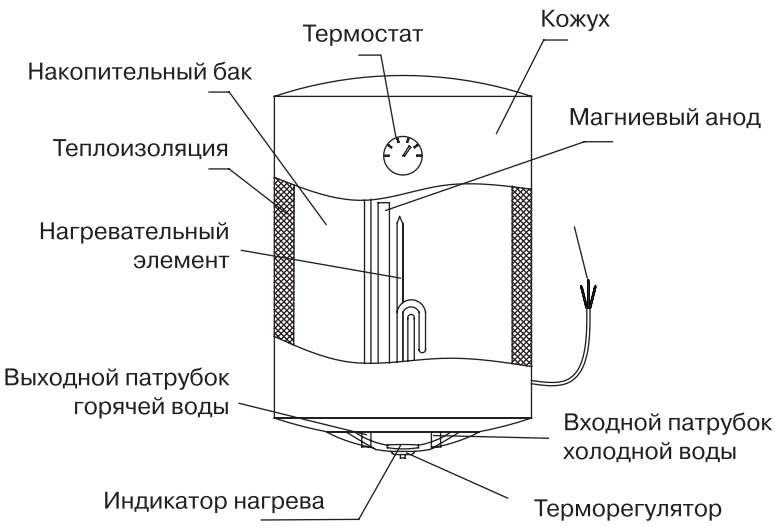

Рис. 5
4. Предохранительный клапан поставляемый вместе с водонагревателем, должен быть закреплен на входном патрубке (патрубке подачи холодной воды): см. рис. 5.